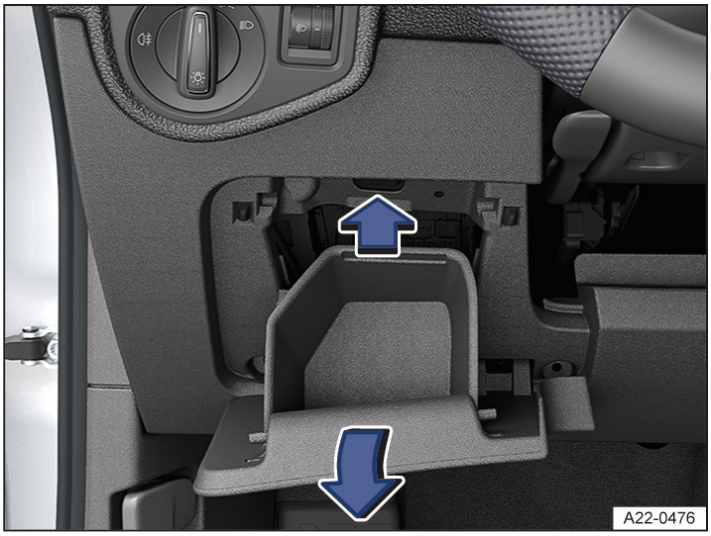

Fig. 1 To the left of the steering wheel: Fuse box cover in the instrument panel (left-hand drive vehicles).
2. Push the limit stop up, open the driver side storage compartment further in the direction of the arrow, and pull it out → *fig. 1*.